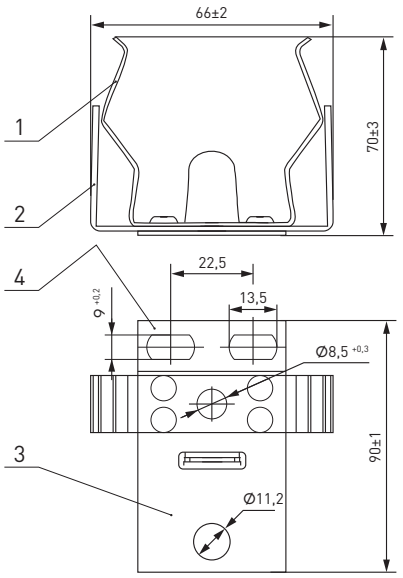

Рис. 1 – Контакт К-01 УЗ
2.3.3 Контакт серии К-01 (рис. 1) состоят из: контактной пластины 1, стальной скобы 2, обеспечивающей необходимое контактное давление; контактного вывода 3, и стальной планки с ограничителем 4, обеспечивающим установку патрона в правильном положении и препятствующем выскальзыванию его из контактов при единичных сотрясениях 4;